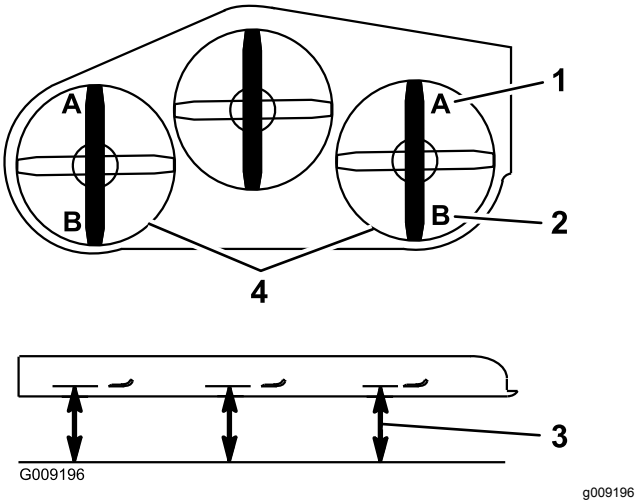

Figur 107
9. Mät från den plana ytan till den främre knivspetsen på däckets båda sidor (position A) enligt Figur 107.
15. Mät från den plana ytan till den bakre knivspetsen på däckets båda sidor (position B) enligt Figur 107.